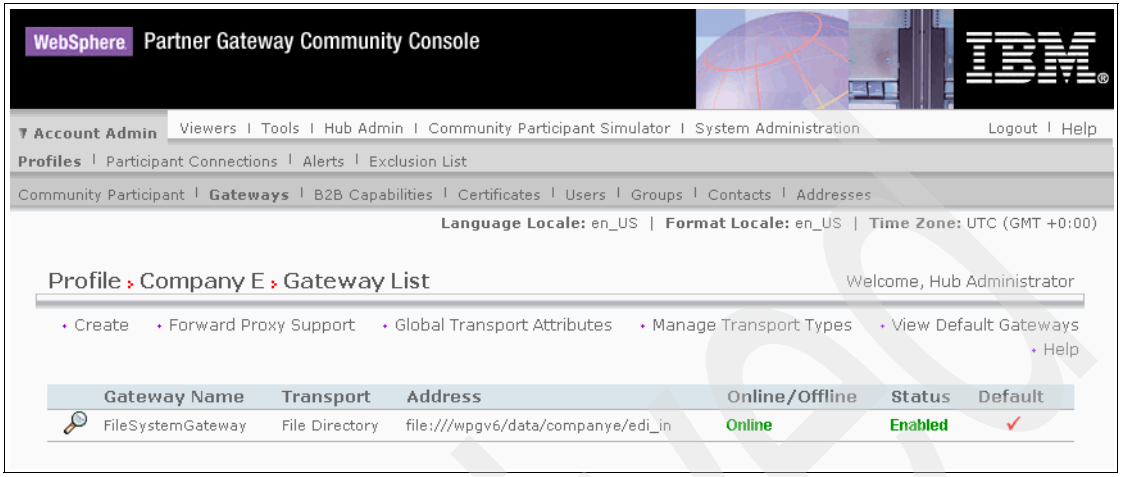

Figure 15-67 List of Gateways for Company E
7. A list of Gateways for Company E is displayed as shown in Figure 15-67. We will use the existing FileSystemGateway for our discussion in this chapter.